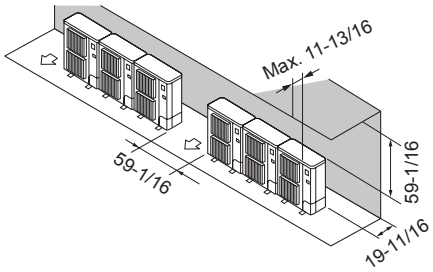

Fig. 3-12
② Obstacles uniquement à l’arrière et au-dessus (Fig. 3-12)